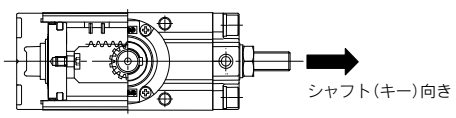

図3 シャフトの組付方向
4 ラックとピストンを左側カバー③に当たるまで押した後、シャフト⑤を本体に挿入する。このとき、キー溝の方向は図3に示すように右側カバー㉞の方向となるように組立てる。